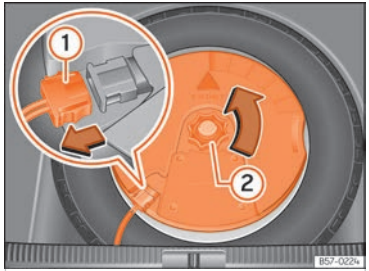

Fig. 238 Al maleter: desmuntar el subwoofer.
- Desconnecteu el cable de l'altaveu subwoofer ››› fig. 238 ①.
- Gireu la rodeta de fixació en sentit contrari a les agulles del rellotge ››› fig. 238 ②.